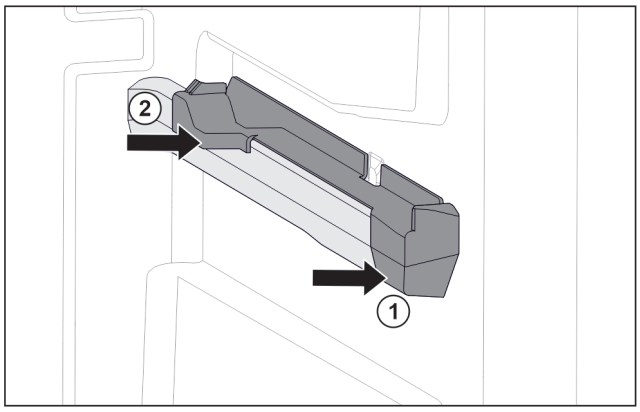

Fig. 151 Aufsteckteil auf der rechten Behälterrippe
▶ Aufsteckteil vorne an Behälterrippe ansetzen. *Fig. 151 (1)*
▶ Aufsteckteil hinten andrücken. *Fig. 151 (2)*